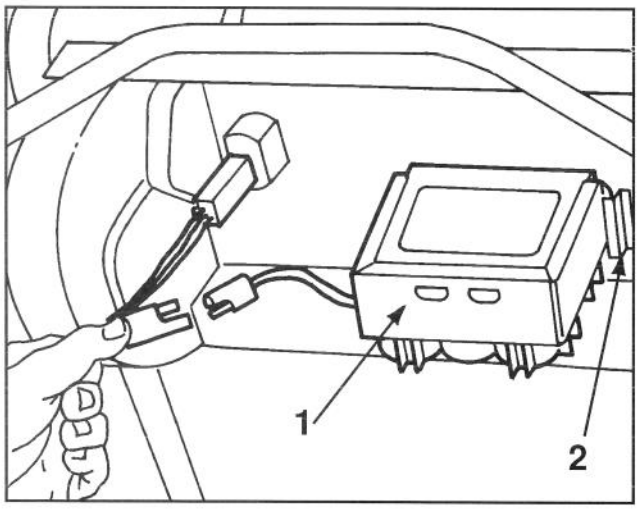

Afbeelding 4
1. Verwijs naar "Accu opladen", pagina 15. Schuif de accu, met plaatje naar boven, tussen de gleuven aan de achterkant van het bedieningspaneel en verbindt de draden (Afb. 4). Doe de sleutel in het contact wanneer u gereed bent om de motor te starten.